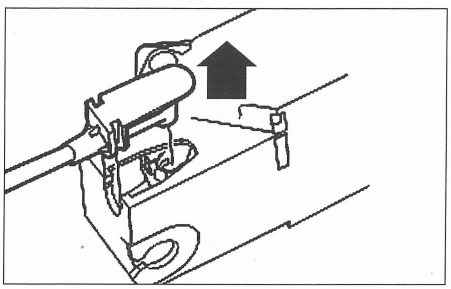

FIG. 62
• Desconectar el cable de empuñadura de apertura interior **(fig. 62)**.